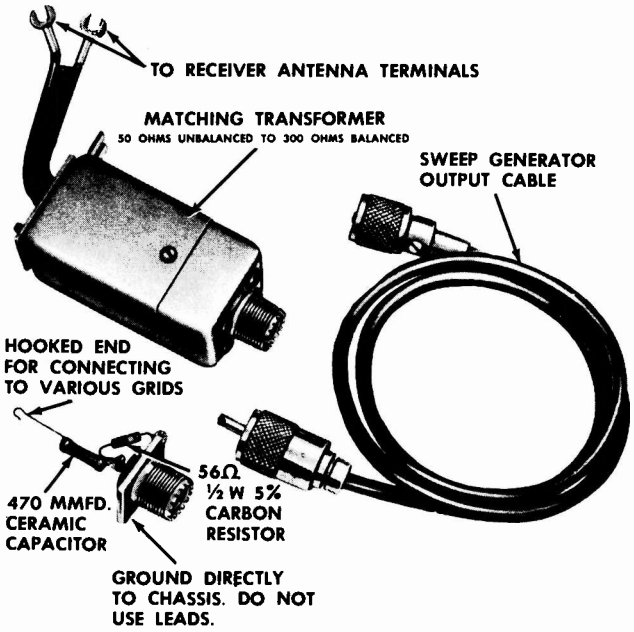
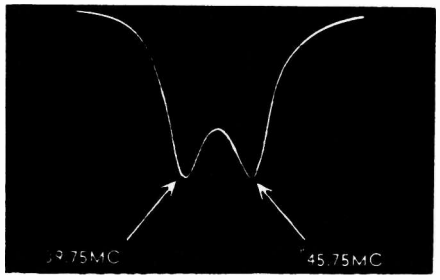

Fig. 14 IF-RF Alignment Fixtures
Fig. 16 4th IF Response.
3. Feed the output from the sweep generator through the special termination unit shown in Fig. 14 to point "C" (Pin 1 of 6CB6, 3rd IF). Adjust the generator until a pattern similar to Fig. 16 is obtained.
4. Set the Marker Generator to 45.75 Mc and alternately adjust the top and bottom slugs of the 4th IF transformer for maximum gain and symmetry with the 45.75 Mc markers positioned as shown in Fig. 16 The 39.75 Mc marker can be within ±0.5 Mc of the specified frequency. If the correct response curve cannot be obtained in this step, check the position of the two slugs to see that they are entering their respective coils from the opposite ends of the coil form. The position of the slugs near the center of the coils may change the coefficient of coupling, making correct alignment difficult if not impossible.
3. Use a 50 to 300 ohm matching transformer (Fig. 14) and feed the output from the sweep generator to the antenna terminals of the receiver.